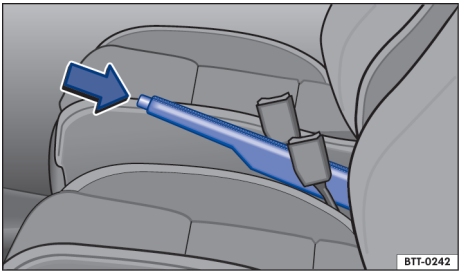

Fig. 82 Entre os bancos dianteiros: alavanca do freio de estacionamento.
– Puxar a alavanca do freio de estacionamento para cima com o botão bloqueador pressionado → Fig. 82 (seta).
– Puxar a alavanca do freio de estacionamento um pouco para cima e pressionar o botão bloqueador → Fig. 82 (seta).